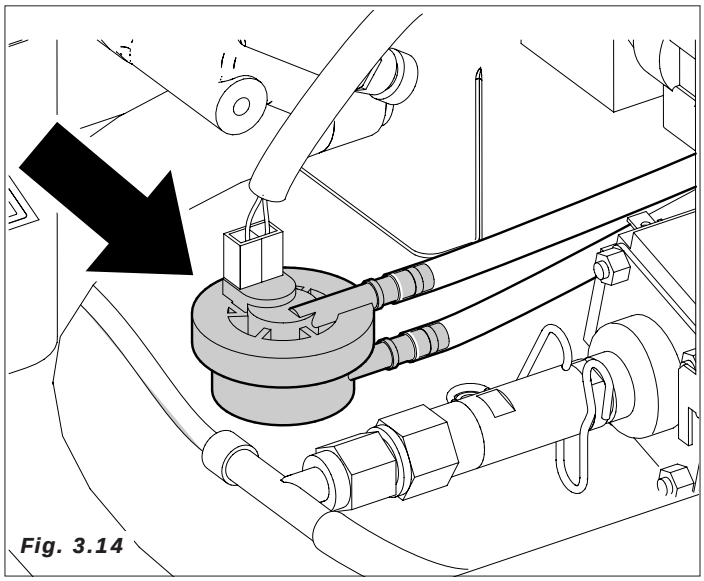

Fig. 3.14
- se activa la bomba que eroga la cantidad de agua programada y, controlada por un apropiado dispositivo electrónico (contador volumétrico), toma desde la caldera de café *(Fig. 3.14)*.
– Se activa la bomba hasta inyectar la cantidad de agua programada. Para controlar la dosis, se utiliza un dispositivo electrónico, (contador volumétrico), situado a la entrada de la bomba *(Fig.3.14)*